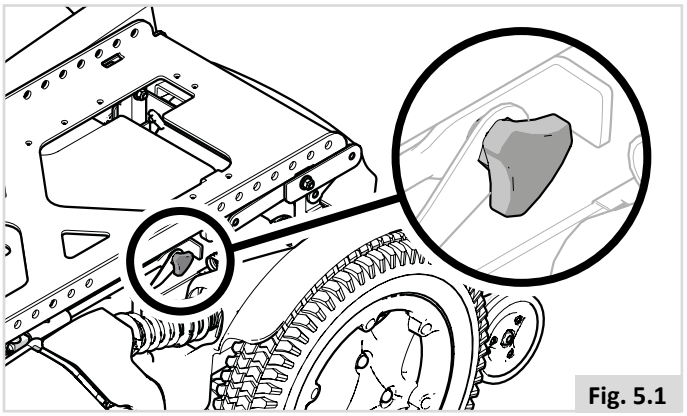

Fig. 5.1
- Vergewissern Sie sich, dass die Knöpfe an der Schnittstelle zum Sitz fest angezogen und gesichert sind (Fig. 5.1).